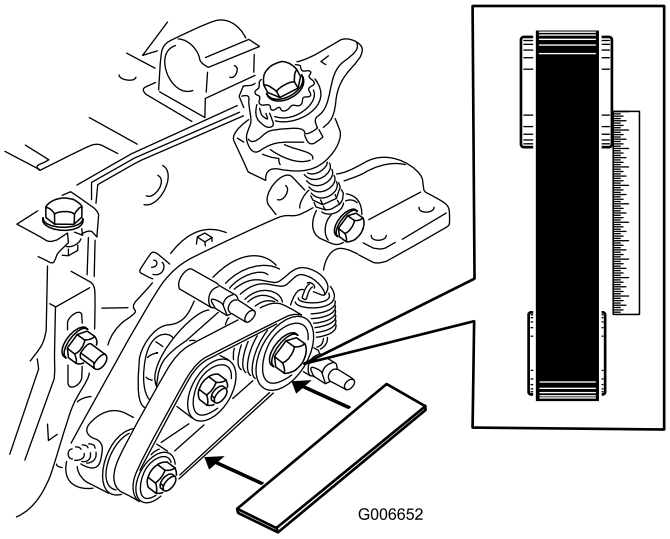

Figur 12
- Legg en rett kant langs den ytre siden av **lederullen** (Figur 12).